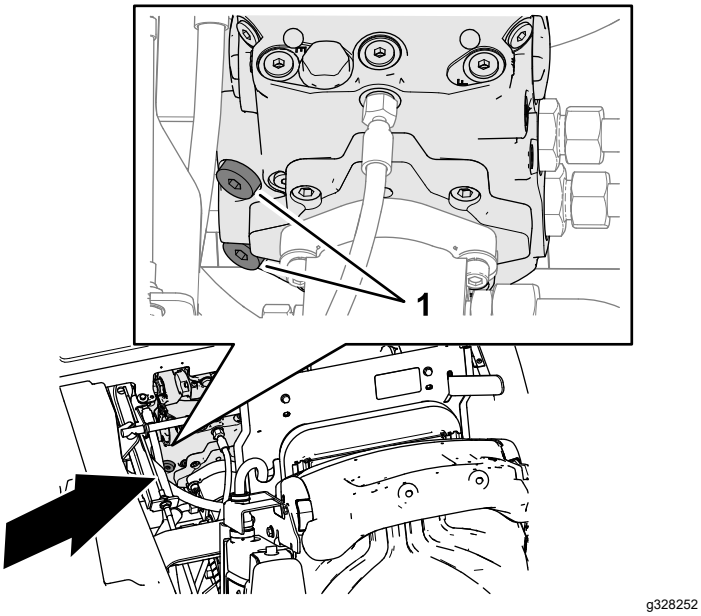

Figur 38
3. Anvend en unbrakonøgle på 8 mm til at dreje de 2 propper med indvendig sekskant til transmissionspumpens sikkerhedsventiler 3 omgange med uret (Figur 38).